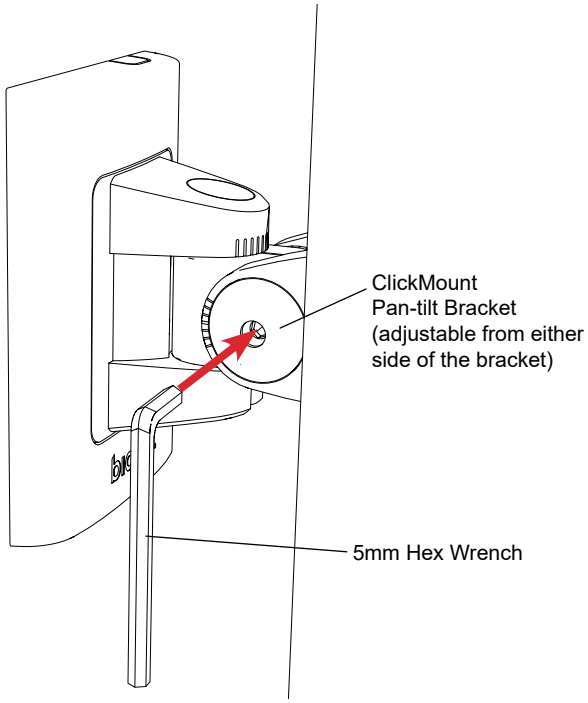

Figure 7. Insert and turn hex wrench to loosen or tighten the bracket to adjust the aiming angle
7. Insert a 5mm hex wrench into the bracket as shown (Figure 7) and loosen. The adjustment mechanism can be accessed from either side of the bracket.